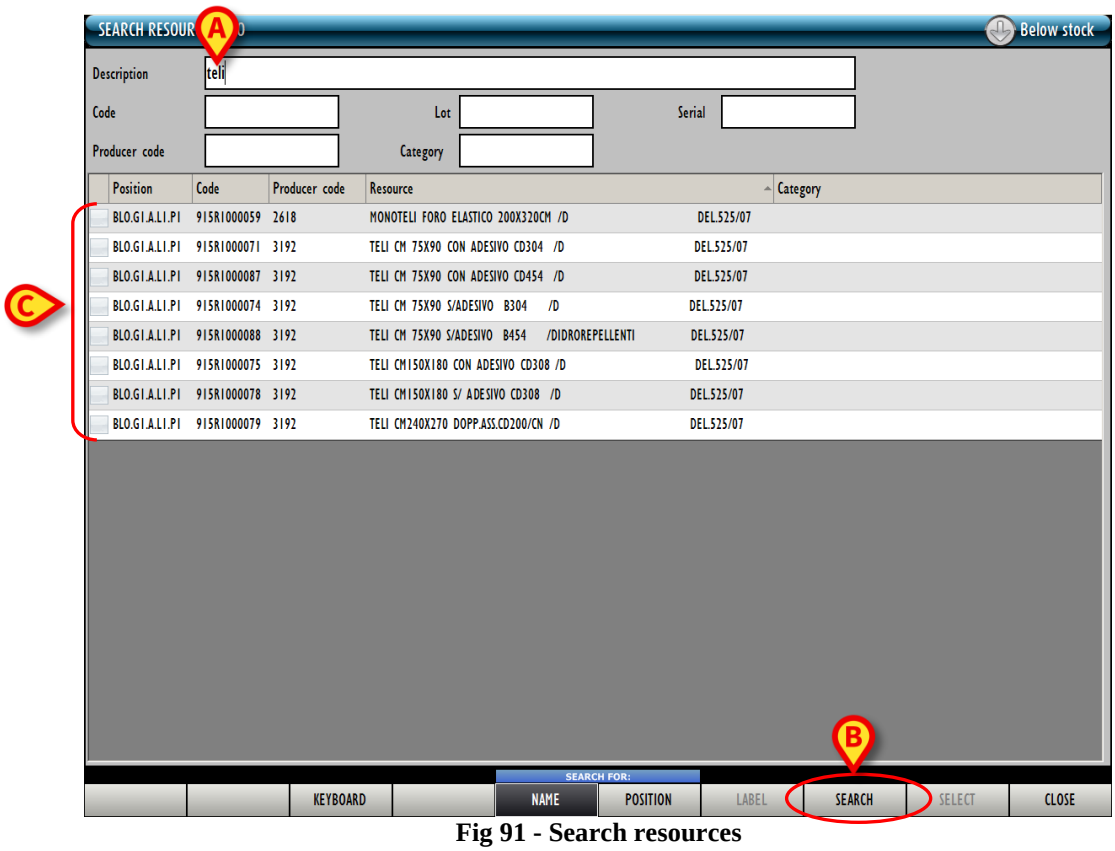

Fig 91 - Search resources
Use the **Search** button to access the system’s search functionalities (described in paragraph 22). Click this button to open the screen shown in Fig 91.
The "Search" screen opens (Fig 91). The screen is described in paragraph 22.
- Insert the available information on the resource in the search fields (Fig 91 **A**).
- Click the **Search** button on the command bar (Fig 91 **B**).
The list of resources corresponding to the information specified is displayed on screen (Fig 91 **C**).